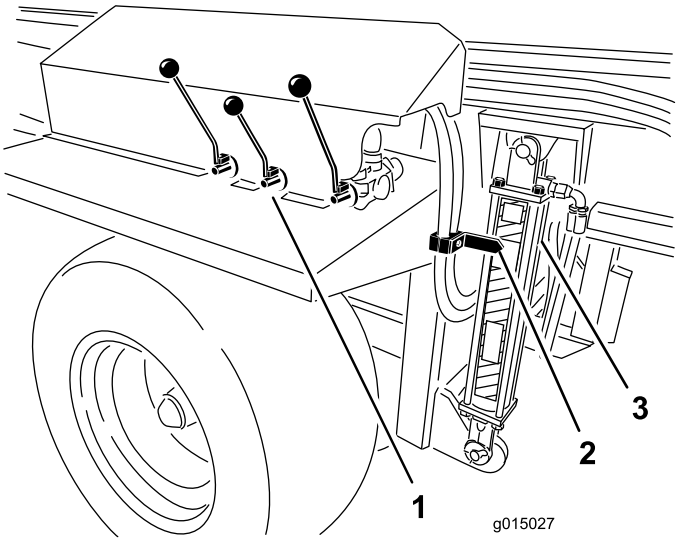

Figur 35
Bruk hydraulikk-kontrollene på SH-modellen eller fjernkontrollen på EH-modellen til å justere hovedbeholderens hydraulikksylindre helt til pilen er på linje med den GRØNNE delen på merket for hydraulikksylinderen (Figur 35).
**Viktig: Når du kjører, men ikke sprer, hev maskinen til maksimal sikker transportstilling, og slå av dobbeltspinneren (Figur 35).**